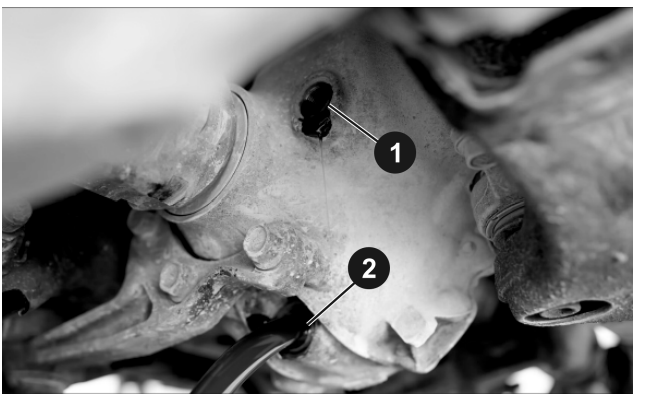

Рис. 1
1.3 Установите ёмкость для слива масла под картер моста. Открутите сначала заливную пробку (**1**), а потом сливную пробку (**2**) и дождитесь полного слива трансмиссионного масла в ёмкость. **(Рис. 1)**